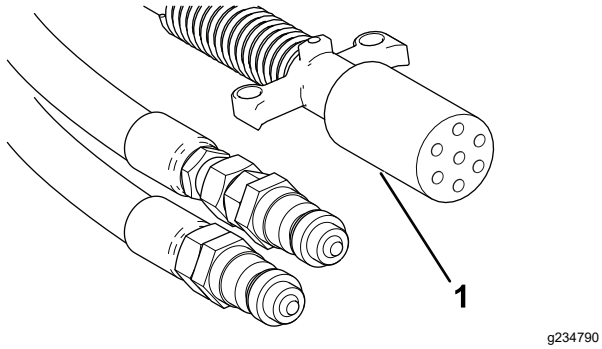

Rysunek 21
10. Podłącz 7-stykowy spiralny przewód zasilający do gniazda maszyny i jednostki jezdnej (Rysunek 21).